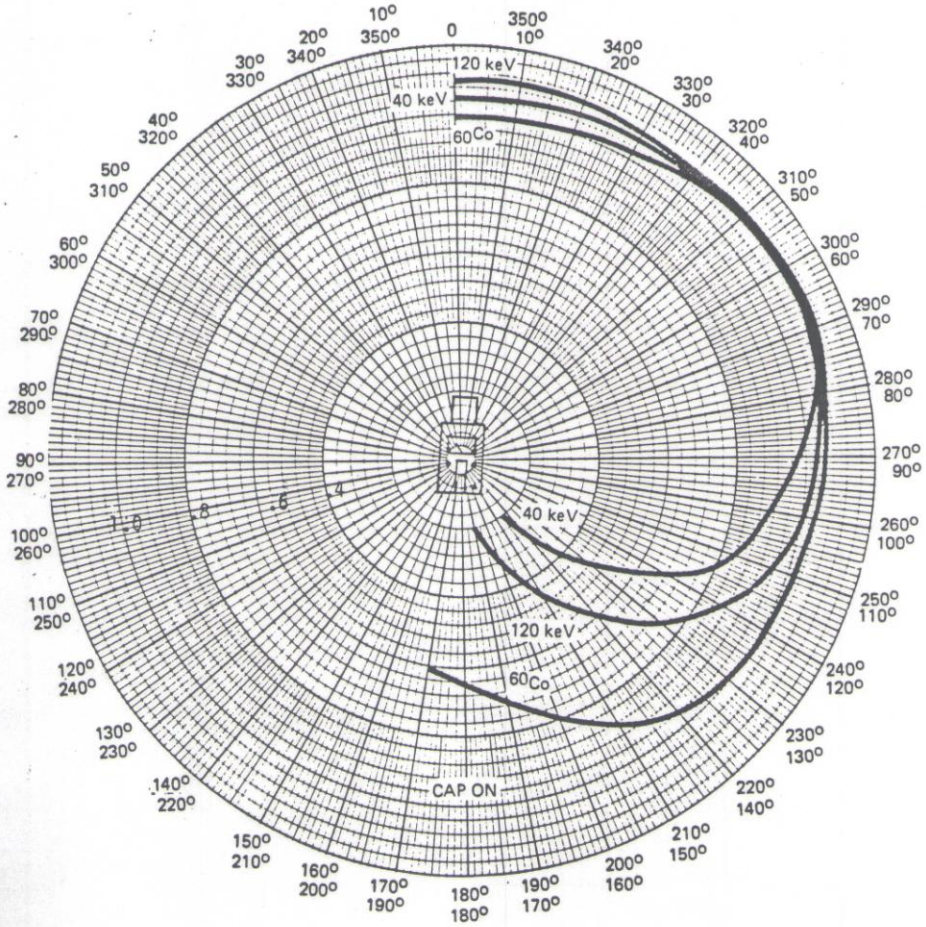

FIGURE 7. Relative Angular Response
4.1.2 Directional Dependence - The shape, wall material, center electrode design, and position of the ionization chamber of the Model 471 results in an instrument response relatively independent of the direction of the incident radiation. Figure 7 gives the relative angular response of the Model 471 with the equilibrium cap on at 1.3 MeV (^{60}Co), 120 keV and 40 keV effective.